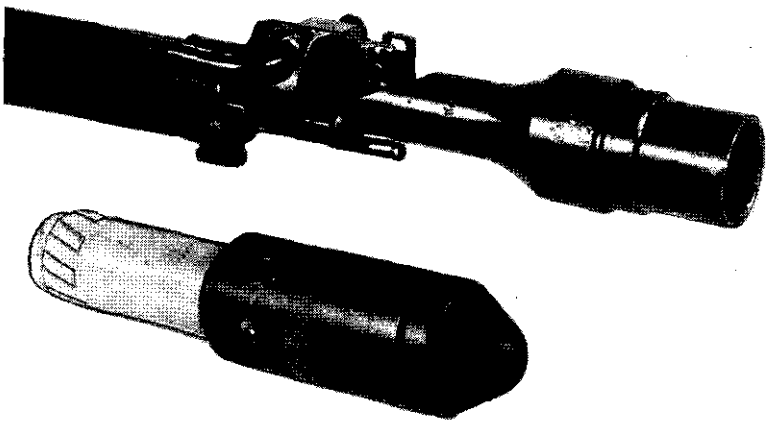
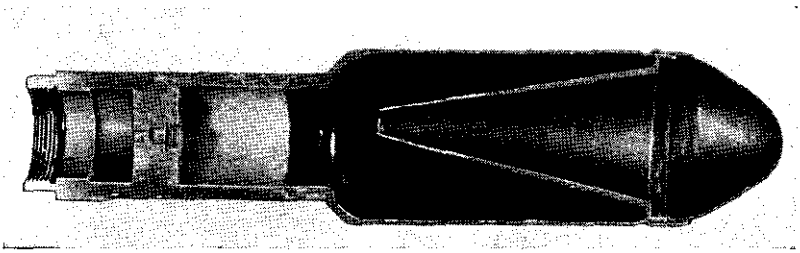

Figure 22.—Armor-piercing rifle grenade and cup-type grenade launcher. (The grenade in this illustration corresponds to the German gr.G.Pzgr. type.)
Figure 23.—Cross section of armor-piercing rifle grenade, showing hollow charge. (This grenade corresponds to the German *gr.G.Pzgr.* type.)
(2) *Grenade launchers.*—(a) *General.*—There are two types of rifle-grenade launchers—a cup type and a spigot type. The cup-type launcher (fig. 22) is fitted over the muzzle and locked over the front sight of the rifle. It has a short, rifled barrel, and is a faithful copy of the German cup-type launcher (*Schiessbecher*) used to fire the German rifle grenades *G.Pzgr.*[14] and *gr.G.Pzgr.*[15]
(b) *Cup-type.*—The armor-piercing grenade (fig. 22) for this cup-type launcher works on the hollow-charge principle (fig. 23)[16] and is a copy of the Ger-
[15] *Grosse Gewehr-Panzergranate* (see figs. 22 and 23).